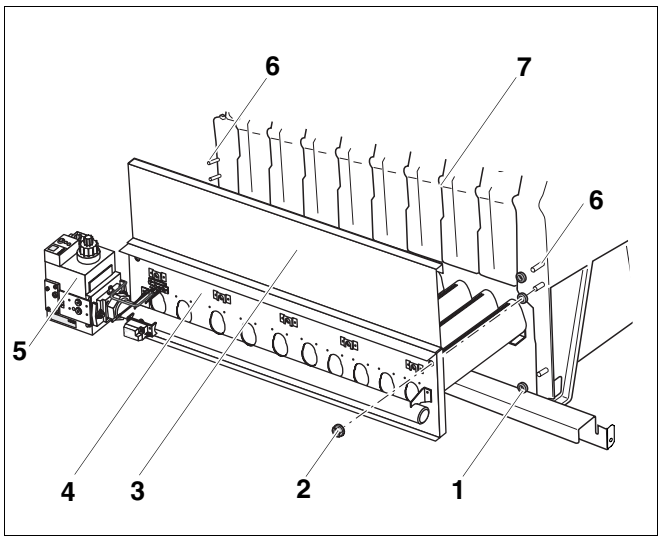

Afb. 41 Gasbrander monteren
- Steek de afstandhouder (afb. 41, **pos. 1**) op de stiftbouten (afb. 41, **pos. 6**) van de verwarmingsketel.
- Hang het reinigingsdeksel (afb. 41, **pos. 3**) boven de branderplaat (afb. 41, **pos. 4**) aan de gietijzeren nok (afb. 41, **pos. 7**) van het ketelblok.
- Schuif de gasbrander in de vuurhaard (afb. 41). De gasklep (afb. 41, **pos. 5**) moet zich aan de rugzijde van de verwarmingsketel bevinden.
- Bevestig de gasbrander (afb. 41) met moeren met schijf erop geperst (afb. 41, **pos. 2**) aan de stiftbouten (afb. 41, **pos. 6**).